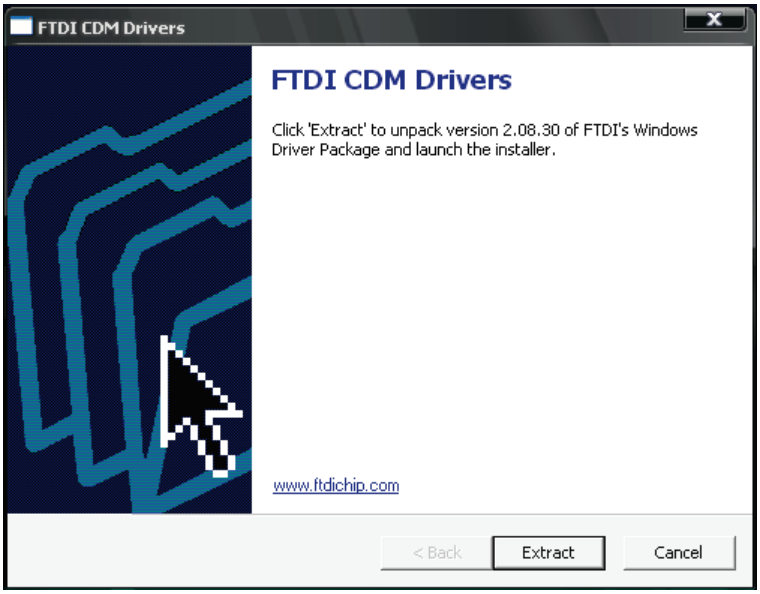

Рис.2
3) в следующем окне (рис. 2) нажать кнопку "Extract":